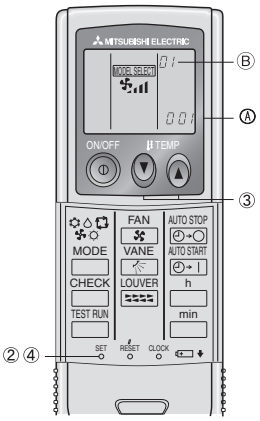

Fig. 6-7
4) Réglage automatique de la vitesse du ventilateur (pour télécommande sans fil). (Fig. 6-7)